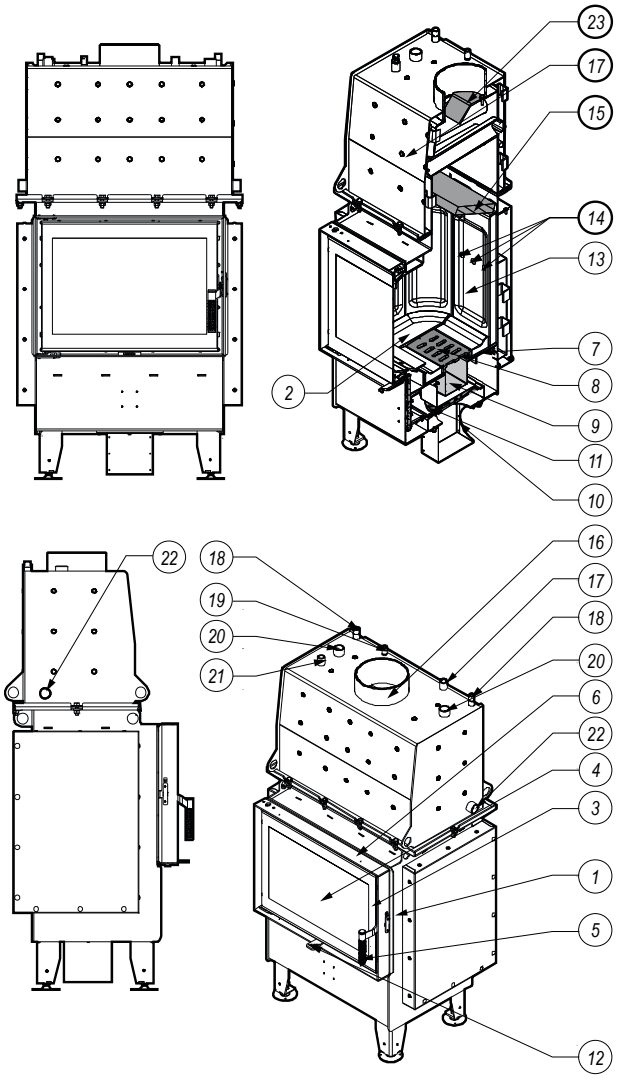

Abbildung 1. Aufbau des Kamineinsatzes DEFRO HOME RIVA.
Der Körper des Kamineinsatzes (1, Abb. 1) besteht aus einem Stahlmantel, in dem der Feuerraum (2) integriert ist. Der Hauptbestandteil des Kamineinsatzes ist sein Boden mit der Verbrennungsluftzufuhr.